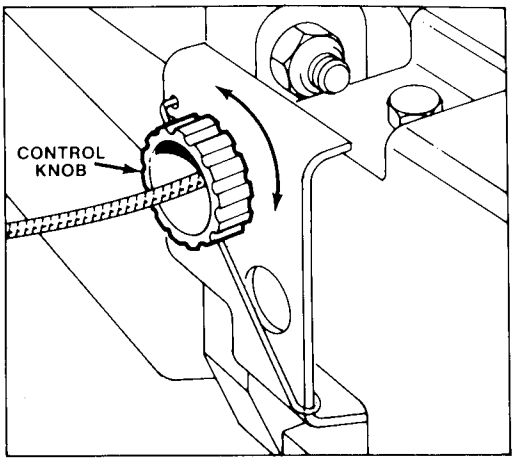

Figure 17
2. ADJUSTMENT (Fig. 17) – Rotate control knob clockwise 1/2 turn if mower does not self-propel. If mower creeps forward, rotate knob 1/2 turn counterclockwise to loosen belt.